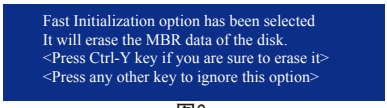

图6
5. 设定完成之后，按下<Ctrl>+<Y>键储存设定值后将出现如图6的画面。